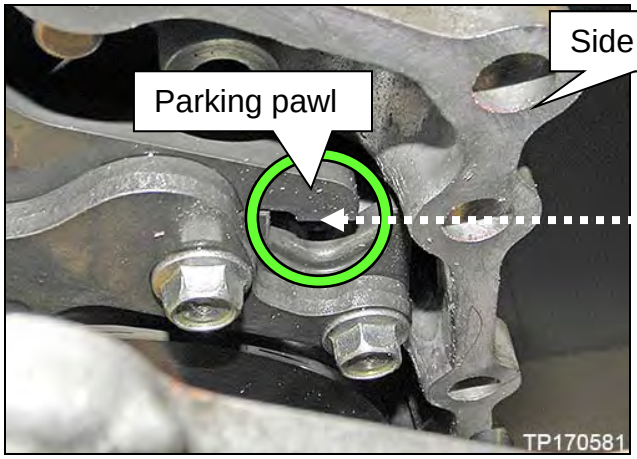
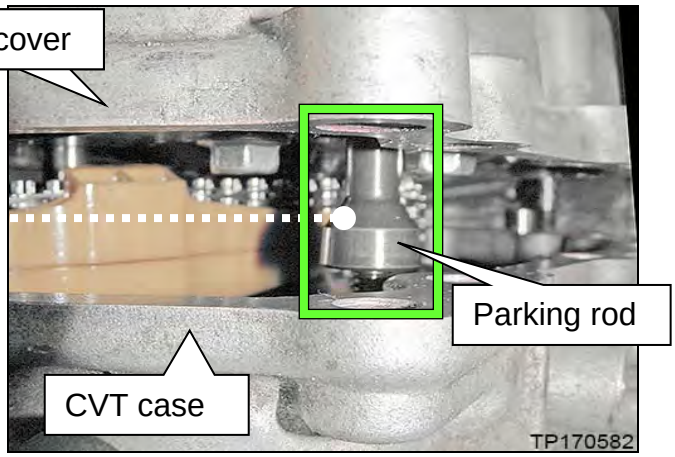

Figure 25E
Figure 26E
b. Use a magnet, or similar tool, to align the park rod in the CVT case (▯ in Figure 26E) with the opening in the parking pawl (○ in Figure 25E) in the side cover.